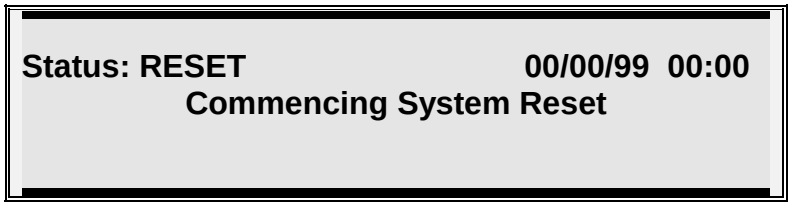
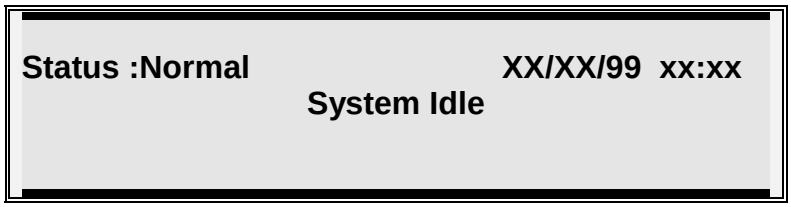

Figure 2A
Figure 4
2. If this is an initial power up, or if the processor firmware has been changed, the panel will proceed into the SmartStart, without the need for a password. Wait the required 15 seconds. [Power ON] LED is flashing. Commencing System Reset screen is displayed (see Figure 2A).
5. After a 15 second delay, the system commences a hardware restart. Modules and devices are being read and will scroll up on the display, Figure 3C. Next the System RESET screen is shown, Figure 2A. Then the "System Idle" screen is displayed, Figure 4.
After the initial system startup or system re-configuration is completed, the display will show the current date (month/day/year) and time (military), see Figure 4.